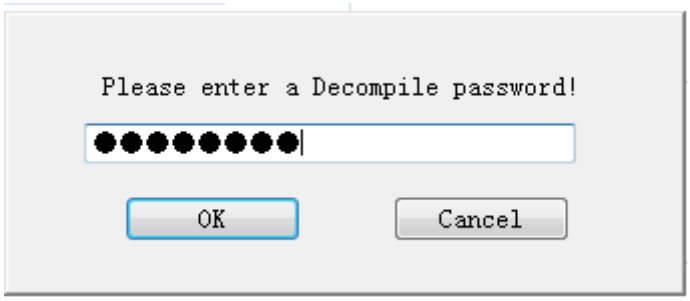

Fig. 18
② Enter the password for decompiling. The default password is "888888" which can be modified can viewed in the "General Setting" of the software, as shown in Fig. 18.